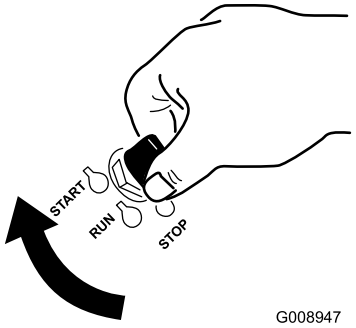

Figure 13
1. Tournez la clé de contact à la position de démarrage (Start) (Figure 13). Relâchez la clé quand le moteur démarre.
7. Tournez la clé de contact à la position de démarrage (Start) (Figure 13). Relâchez la clé quand le moteur démarre.